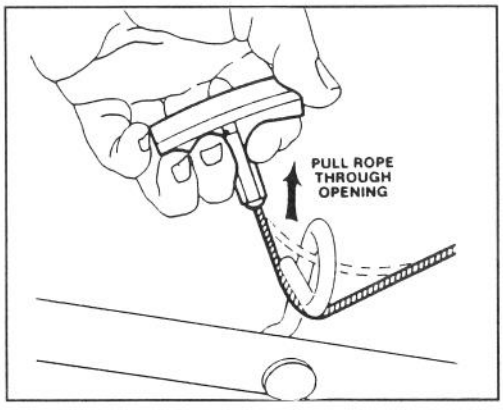
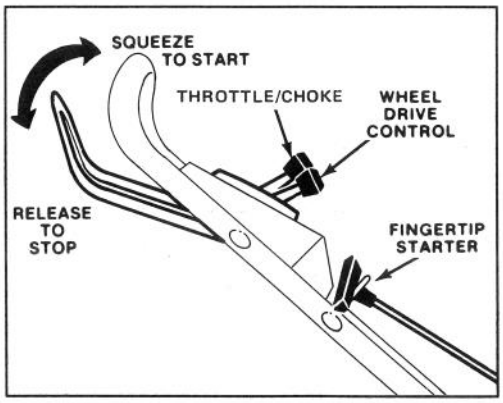

Figure 3
Figure 7
3. STARTER ROPE (Fig. 3)—Pull starter rope through opening in rope guide. By squeezing control bar (Fig. 7) against handle, blade brake will release and allow rope to be pulled easily up to rope guide.
1. CONTROLS (Fig. 7)—Wheel drive control, throttle/choke, blade control bar and fingertip starter are on upper handle.
2. STARTING (Fig. 7)—Push wire onto spark plug. Move wheel drive control to DISENGAGE and throttle control to CHOKE. Cover hole in center of primer with thumb and push once. Hold control bar against handle. Pull fingertip starter out until positive engagement results; then pull vigorously to start engine. Regulate throttle as required when engine starts.
3. SELF-PROPELLING (Fig. 7)—Move wheel drive control to ENGAGE. Front wheels will now drive mower. For maneuvering and making turns, push down on handle to raise front wheels slightly off grass. Move control to DISENGAGE detent to stop front wheel drive.